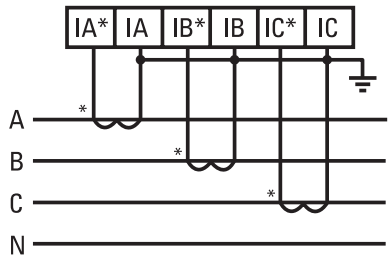

Рис.3 Схема подключения амперметра при I>5A (через трансформатор тока)
Амперметры для измерения силы тока свыше 5A должны подключаться в цепь через измерительные трансформаторы тока с номинальным вторичным током 5A (AC) (рис. 3).